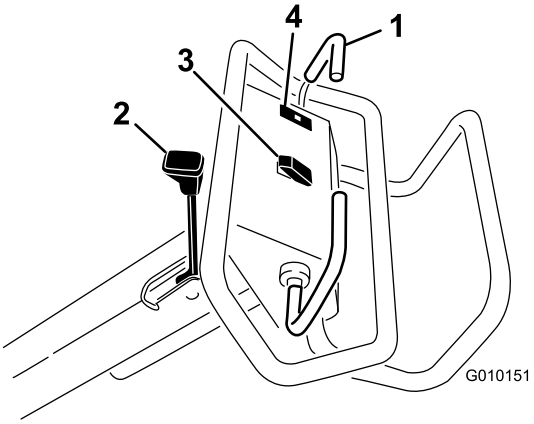

**Rysunek 12**
Aby jechać do przodu, przesuń dźwignię jazdy do przodu. Aby jechać do tyłu, przesuń dźwignię jazdy do tyłu (Rysunek 12).
Aby włączyć hamulec postojowy, przesuń dźwignię w kierunku silnika. Aby wyłączyć hamulec postojowy, przesuń dźwignię do przodu (Rysunek 12).
Kontrolka ostrzegawcza oleju (Rysunek 12) zapali się, gdy ciśnienie oleju w silniku spadnie poniżej bezpiecznego poziomu. Jeśli kiedykolwiek spadnie ciśnienie w silniku, wyłącz silnik i ustal przyczynę. Napraw uszkodzenie przed ponownym uruchomieniem silnika.
**Podnoszenie** – naciśnij górną część przełącznika (Rysunek 12), aby podnieść głowicę wgłębną i ją odłączyć. Silnik musi pracować, aby wytworzyć ciśnienie podnoszenia. Jeśli głowica wgłębna znajduje się poniżej wysokości transportowej, patrz punkt Resetowanie obwodu sterowania układu.
**Opuszczanie/włączenie** – naciśnij dolną część przełącznika (Rysunek 12), aby opuścić i włączyć głowicę wgłębną. Dźwignia jazdy musi znajdować się w położeniu przednim, aby można było uaktywnić przełącznik.